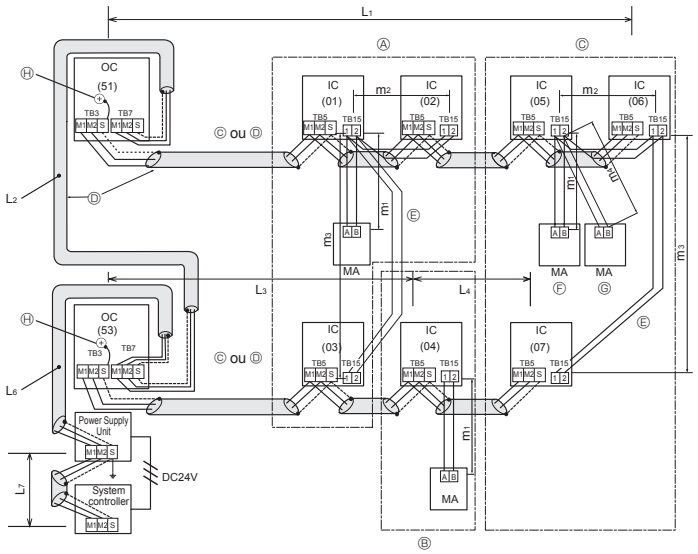

Fig. 6-3
■ **Commande à distance MA (Fig. 6-3)**